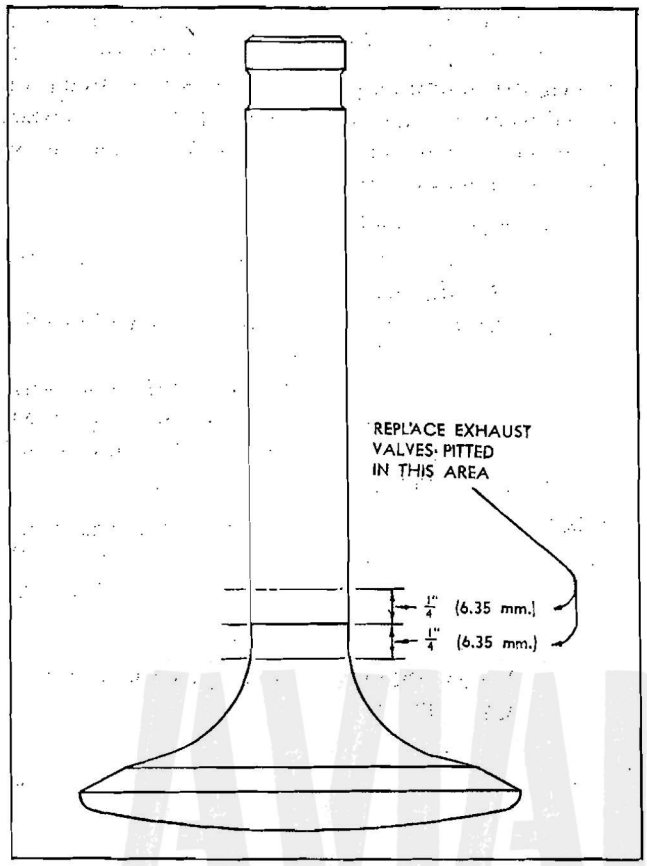

Figure 149—Valve Stem Area Where Pitting is Objectionable
(1) Inspect exhaust and intake valves for cracks. Do not inspect exhaust valves for cracks by the magnetic type method of inspection. Inspect the valve head, face, stem, and tip for pitting, scores, burning and wear. Refer to Figure 149, which shows the area in which valve stem pitting is objectionable. Inspect the edges of the split lock groove for wear, burrs, and chipping. Measure the valve stem diameter, using a micrometer, to determine if the proper fit of the valve in its guide is obtained. Refer to the Table of Limits in Section XII.
(2) Inspect the valve face for warping. To do this, place the valve horizontally on a V-block on a square surface, so that the valve head projects over the end of the block, and the valve tip contacts a stop at the other end of the block. Install a dial indicator in a surface gage, and adjust the indicator finger to contact the valve face. Turn the valve, keeping the tip in contact with the stop, and observe the runout on the indicator. A warped valve head will cause burning of the valve face.
(3) Inspect exhaust valves for minimum face diameter, tip wear and stretch using the exhaust valve limit gage (Tool No. 800353). Push the pointed pin on the gage against the spring, and place the valve to be checked in the V-blocks of the gage so that the locating pins in the gage contact the upper radius of the lock groove in the valve stem. Release the pointed pin, allowing the point to contact the underside of the valve head adjacent to the inner diameter of the valve